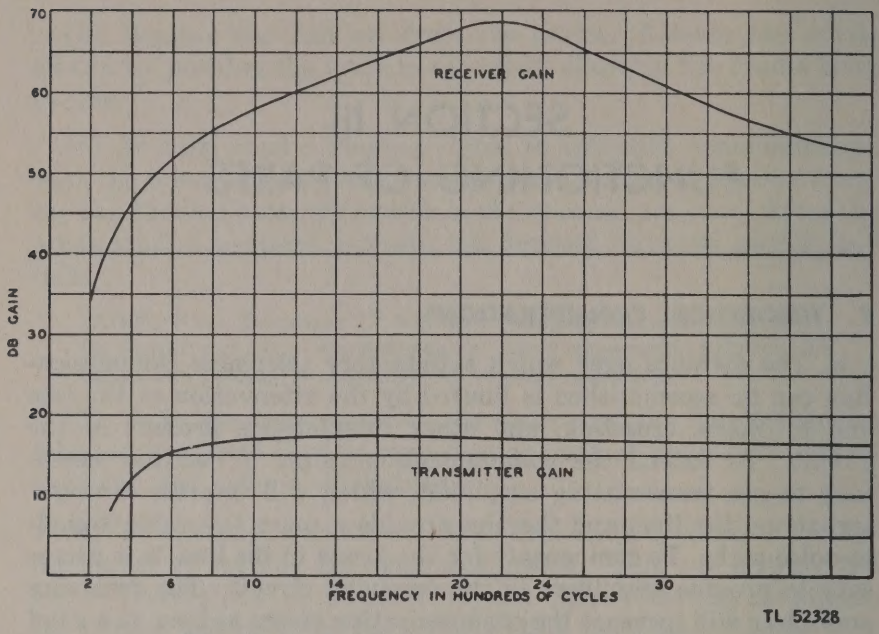

Figure 5. Amplifier gain characteristics.
c. Losses caused by the capacitive effects in the line increase at higher frequencies. To overcome these losses, the receiving amplifier of Telephone TP-9 is designed to provide greater amplification at higher voice frequencies (fig. 5). In this way an equalizing action is obtained which results in a satisfactory over-all frequency-response characteristic.
(c) The network consisting of choke L1 and its capacitor and resistor form the load impedance of tube V2. The parallel circuit formed by choke L1 and the capacitor has a resonant frequency of about 2,000 cycles, and at this point the first stage amplifier has its maximum gain. On either side of this frequency, the gain will decrease as shown in figure 5. This design provides compensation for the line losses over the essential voice frequency band width.